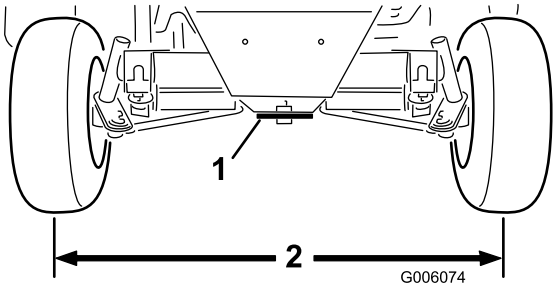

Figur 57
2. Løsn kontramøtrikkerne på begge styreforbindelsesstænger. Juster begge styreforbindelsesstænger, indtil afstanden fra midten til midten foran og bag baghjulene er den samme (Figur 57).